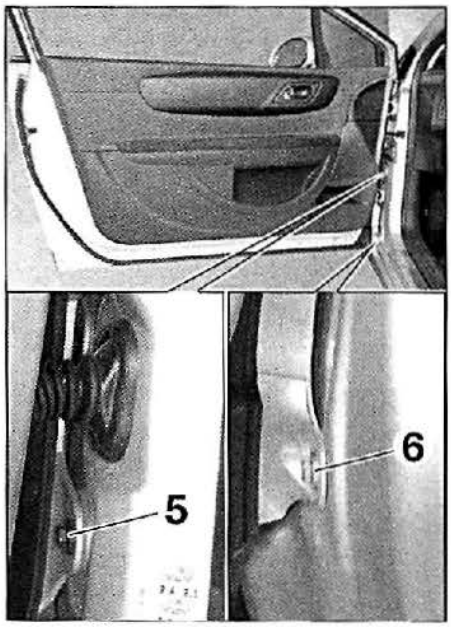

FIG. 15
• Desmontar los tornillos (5) y (6) **(fig. 15).**